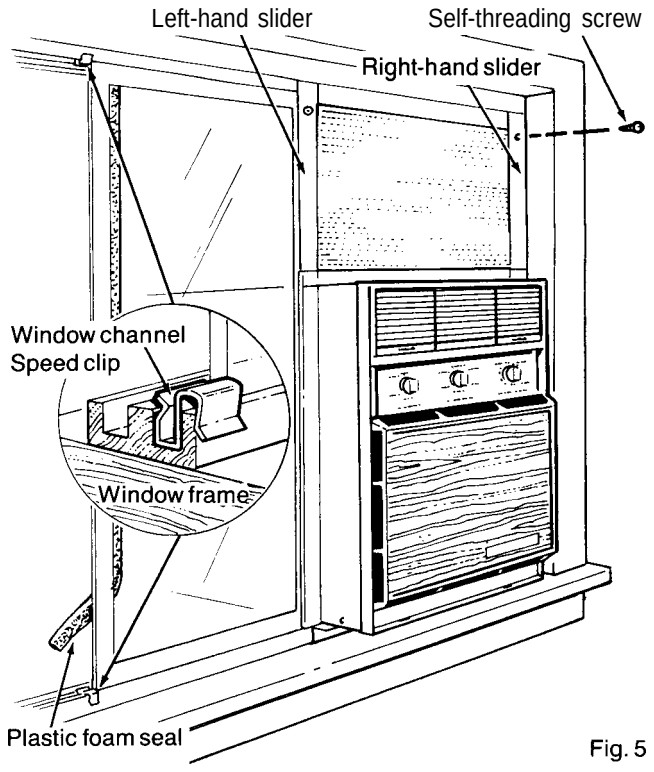

Fig. 5
3. Install sash-stopping speed clips on top and bottom inside edge of window frame (Fig. 5).
4. Cut plastic foam seal (without adhesive back) to proper length and stuff it between the inside window sash and the outside window (Fig. 5).
6. Slide right-hand slider upward, making sure filler panel aligns in slider (Fig. 5).
7. With slider up against top retainer, drill 1/8" hole through window frame in alignment with existing hole in slider. Install self-threading screw in hole (Fig. 5).
8. Repeat steps 6 and 7 for left-hand slider (Fig. 5).